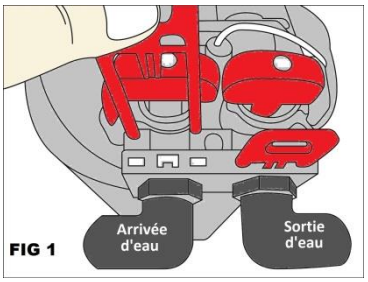
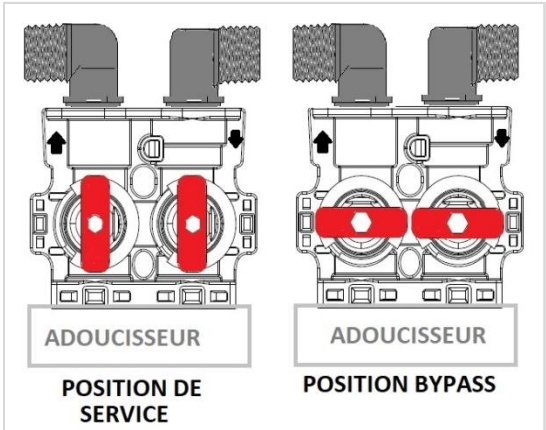

FIG 1
Fig 2
- L'adoucisseur comporte un raccord d'entrée, un raccord de sortie et un raccord de vidange. Vu de l'arrière de l'appareil (fig.1), le raccord d'entrée est du côté gauche. Mise en garde : assurez-vous de bien identifier le raccord d'entrée. SI LES CONNEXIONS SONT INVERSÉES, DES BILLES DE RÉSINE VONT PÉNÉTRER LE SYSTÈME DE PLOMBERIE DE LA RÉSIDENCE, CE QUI ENDOMMAGERA LA TUYAUTERIE ET L'ADOUCISSEUR.
- Placez l'adoucisseur à l'endroit désiré. L'appareil est livré avec deux raccords coudés NPT mâle 90° ¾ po (**voir fig. 1**). Vous pouvez les faire pivoter à n'importe quel angle en fonction de votre installation. **Assurez-vous que la soupape de dérivation est en mode bypass comme indiqué sur la figure 2**.
- Avec la clé hexagonale (comprise), ouvrez partiellement la valve d'entrée de l'adoucisseur **(fig 2)** ATTENTION : l'eau doit remplir le réservoir lentement. Une fois que le réservoir est plein, vous pouvez ouvrir complètement la valve d'entrée. Cette précaution vise à empêcher la pousse de résine dans la tête de commande par la pression de l'eau.